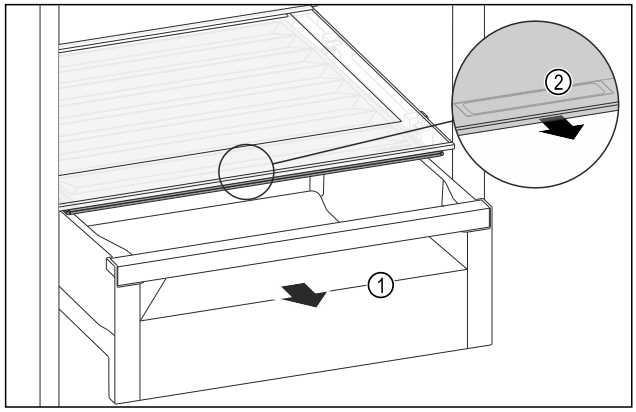

Fig. 84
▶ Extrageți sertarul *Fig. 84 (1)*.
▶ Prindeți mânerul încastrat *Fig. 84 (2)* de la capacul compartimentului și trageți concomitent capacul compartimentului spre partea frontală.